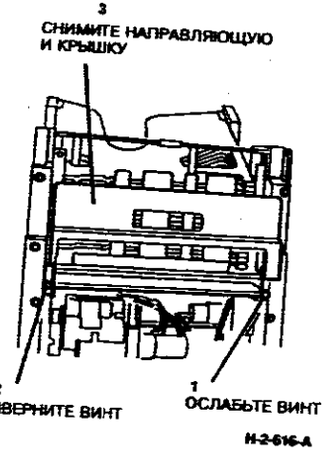

**Рисунок 1. Снятие входной направляющей и крышки 'A'**
3. (Рисунок 1) Снимите входную направляющую и крышку 'A'.